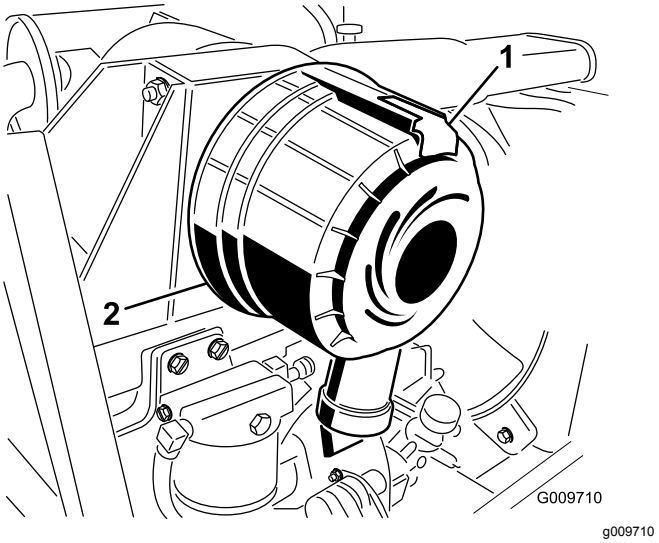

Figuur 55
1. Trek de vergrendeling naar buiten en draai het luchtfilterdeksel linksom (Figuur 55).